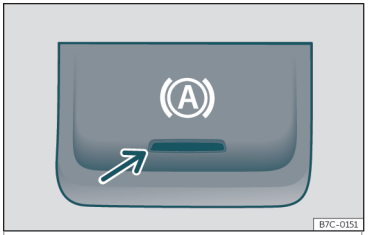

Fig. 231 En la parte inferior de la consola central: tecla de la función Auto Hold.
El testigo de control de la tecla (A) ››› **fig. 231** permanece encendido mientras la función Auto Hold esté conectada.
Si estando el vehículo detenido se altera alguna de las condiciones que exige la función Auto Hold, esta se desconecta y el testigo de la tecla se apaga ››› **fig. 231**. El freno de estacionamiento electrónico se conecta automáticamente, dado el caso, para estacionar el vehículo de forma segura ››› ⚠.